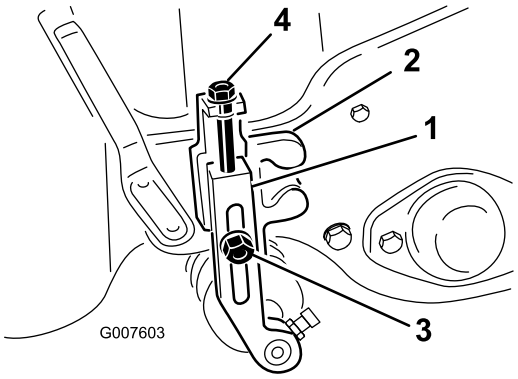

Figur 48
2. Løsne på låsemutrene som holder klippehøydearmen festet til klippehøydebraketten (Figur 48).